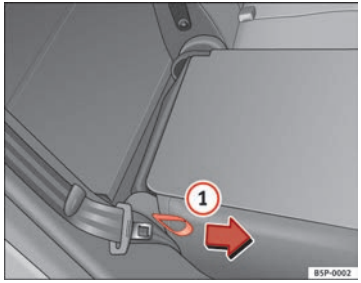

Fig. 97 Ribaltamento in avanti o all'indietro dello schienale dei sedili posteriori
– Tirare la maniglia flessibile posta nella parte laterale del sedile ⇒ fig. 97 (1)